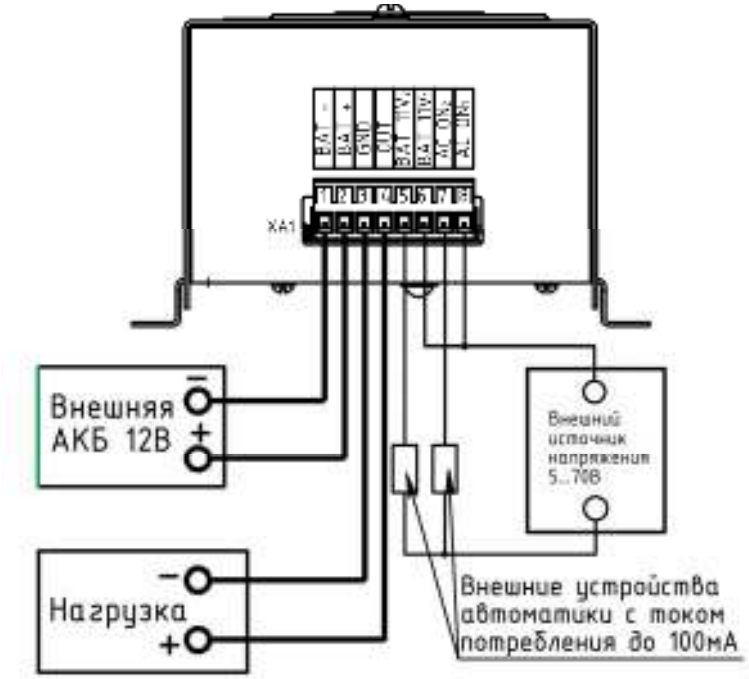

Рисунок 3 – Схема подключения.
Подключение внешней АКБ и нагрузки следует производить в соответствии с полярностью (см. Рисунок 3).
- нагрузку подключить к клеммам «OUT+» и «GND» в соответствии с указанной полярностью (см. Рисунок 3), напряжение цепи «OUT+» имеет положительную полярность относительно цепи «GND»;
- внешнюю АКБ подключить к клеммам «BAT+» и «BAT-» в соответствии с указанной полярностью (см. Рисунок 3);
- подключить, при необходимости, к клеммам 5…8 внешние цепи индикации или устройства автоматики с током потребления до 100мА (напряжение питания внешнего источника напряжения должно находится в пределах 5…70В, см. Рисунок 3);